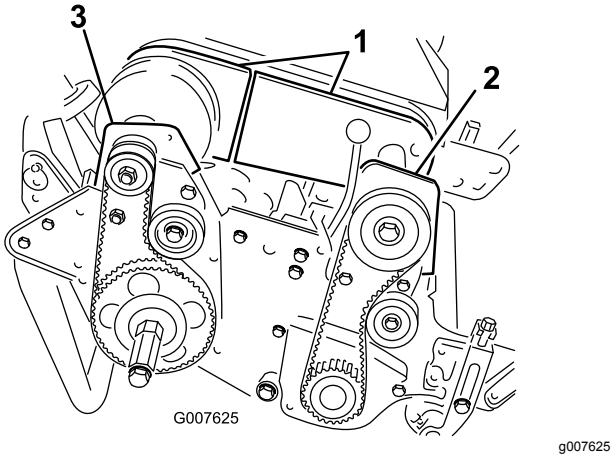

Figuur 48
4. Verwijder de bouten waarmee het voorste en het achterste deel van de differentieelkap zijn bevestigd aan de differentieelbehuizing en schuif beide delen weg zodat u bij de riem kunt komen (Figuur 48).
6. Verwijder de 2 bouten en 2 borgmoeren waarmee de behuizing van de voorste koppeling is bevestigd aan de zijplaat (Figuur 48).
8. Verwijder de 2 bouten en 2 borgmoeren waarmee de lagerbehuizing rechtsachter is bevestigd aan de zijplaat (Figuur 48).